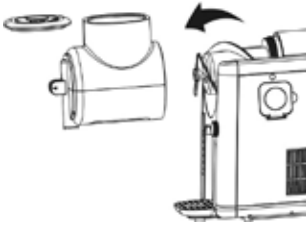

Fig. 8
16. Gire el recipiente de mezclado en el sentido contrario a las agujas del reloj y extráigalo con cuidado de la carcasa base (fig. 8).